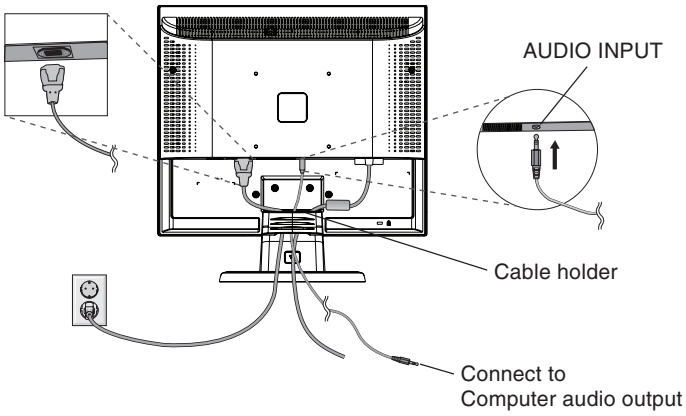
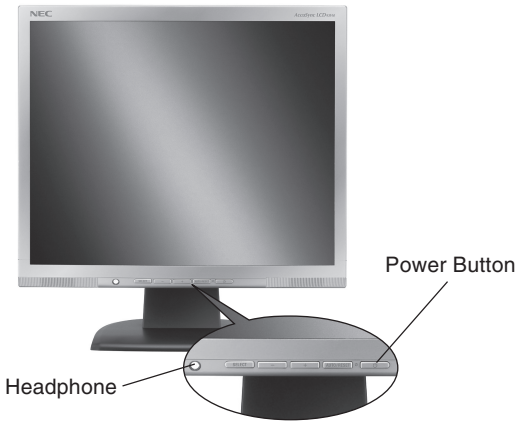

Figure B.1
Figure C.1
3. Connect the Audio Cable to the appropriate connector on the back of the monitor (**Figure B.1**). Connect the Headphone (not included) to the appropriate connector at the front of the monitor (**Figure C.1**).
4. Connect the power cord to the power outlet. Place the Video Signal Cable and power cord to the Cable holder (**Figure B.1**).
5. Turn on the monitor with the front power button and the computer (**Figure C.1**).